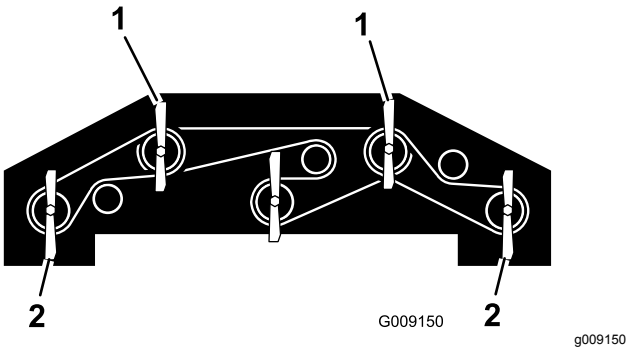

Bild 133
1. Drehen Sie jedes so, dass es geradeaus weist (Bild 133).